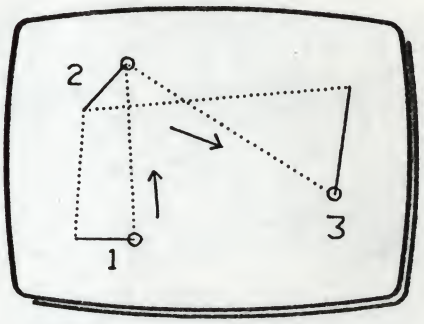

Fig 2
3 Rotate Z and move XY to position the nib at (1) in Fig 2.
5 Rotate Z and move XY to position the nib (2) in Fig 2.
8 Press and hold R and rotate Z to position the nib at (3) in Fig 2. Rotate the nib 180 degrees to achieve the 'twisted ribbon' effect shown.